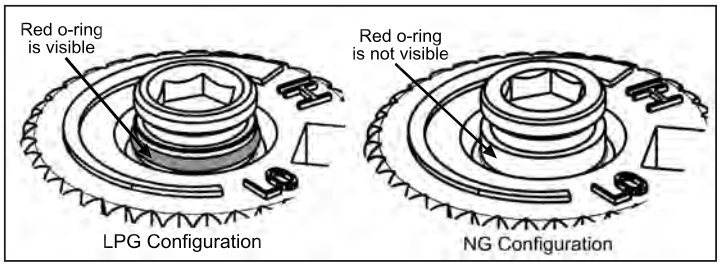

Figure 21: O-ring on valve screw.
g) Verify that if the conversion is from NG to LPG, the screw must be re-assembled with the red o-ring visible (refer to Figure 21). If the conversion is from LPG to NG, the red o-ring of the screw must be not visible.